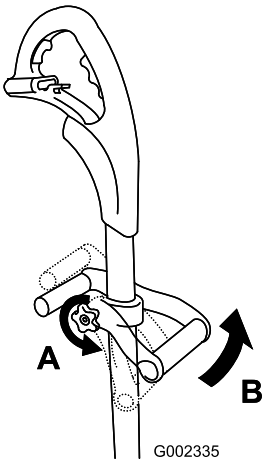

Figure 1
1. Desserrez le bouton puis élevez ou abaissez la poignée d'aide sur l'arbre jusqu'à la hauteur voulue (Figure 1).
2. Tournez la poignée d'aide à une position confortable (Figure 1) puis serrez le bouton.